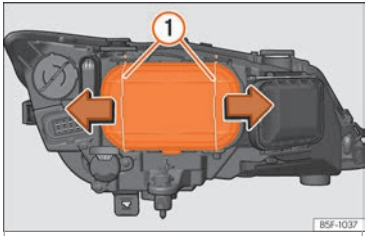

Fig. 106 Dipped beam headlights.
– Move the loops ››› Fig. 106 (1) in the direction of the arrow and remove the cover.